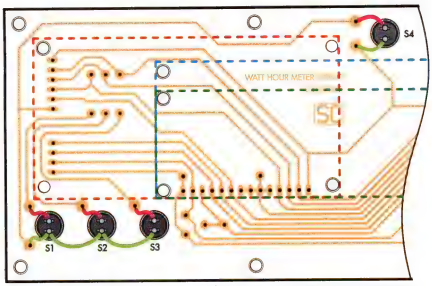

Fig.9: the switch terminals are wired together and soldered to adjacent PC stakes on the display board using 0.7mm tinned copper wire.
0.7mm tinned copper wire as shown on Fig.9.